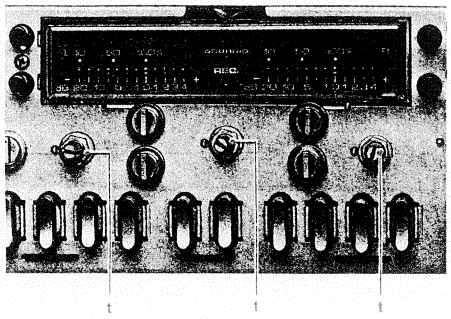

Abb. 14
- 3 Muttern **t** der Pegelregler herausdrehen (Abb. 14)